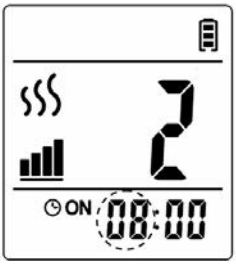

Abb. 3-2
2. Stellen Sie mit der Taste **UP** oder **DOWN** die Stunde ein (siehe Abb. 3-2).